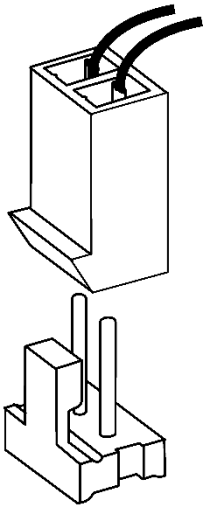

Figure 2 : raccordement des piles
- Raccordez les deux piles dans la sirène en respectant la polarité (voir fig. 2).